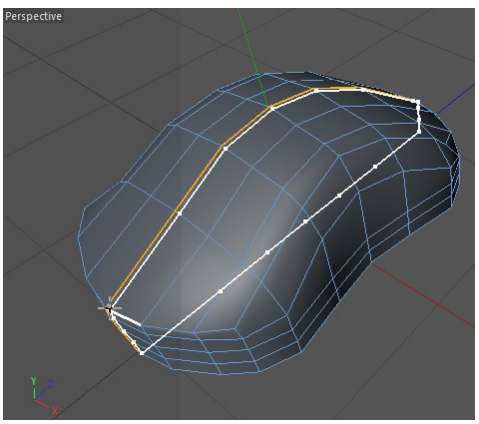
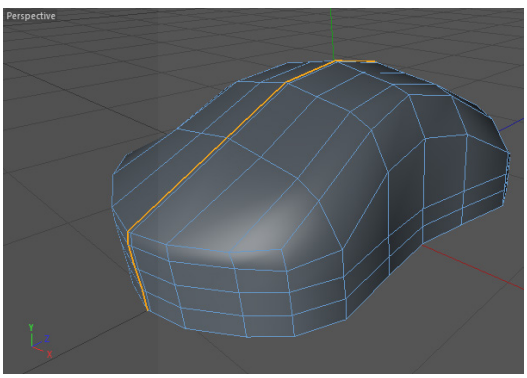

Figure 3-50 *Clicking on the right of the middle edge loop*
Figure 3-51 *A new edge loop added to the Computer mouse*
3. Make sure the **Enable Snap** tool is deactivated in the Modes Palette. In the **Options** area, make sure the **Restrict to Selection** check box is cleared and then click on the right of the middle edge loop of the *Computer mouse* in the Perspective viewport, as shown in Figure 3-50; a new edge is created next to it, as shown in Figure 3-51.